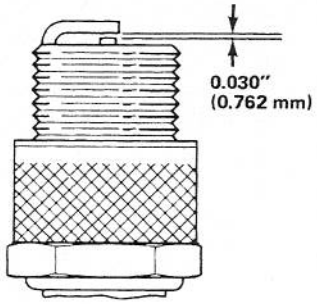

Figure 39
3. Set air gap between electrodes of new spark plug at 0.030 of an inch (0.762 mm) (Fig. 39). Install spark plug in cylinder head and tighten it to 15 ft-lb (20.4 N·m). If torque wrench is not used, tighten plug firmly.